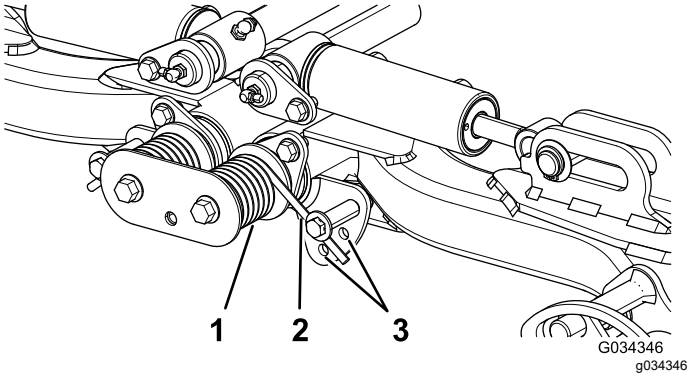

Figur 44
2. Sæt et rør eller lignende ind i den lange fjederende for at slække fjederspændingen under justering (Figur 44).
3. Fjern bolten og låsemøtrikken, som fastgør fjederaktuatoren til beslaget, mens fjederspændingen slækkes (Figur 44).